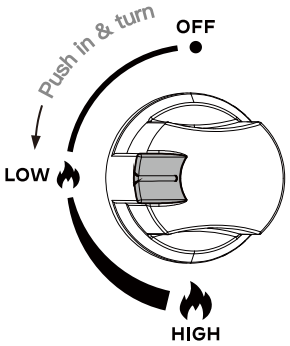

Figure 2
5. Then push in the control knob without releasing it and turn it counterclockwise to the “LOW” position (Figure 2).